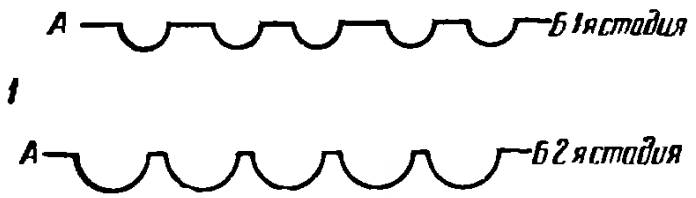

Рис. 44
2) несильным нажимом на стамеску выбрать желобки глубиной 2—3 *мм* по всей длине (рис. 44, 1-я стадия);
3) углубить желобки по всей длине на 3—4 *мм* (рис. 44, 2-я стадия);